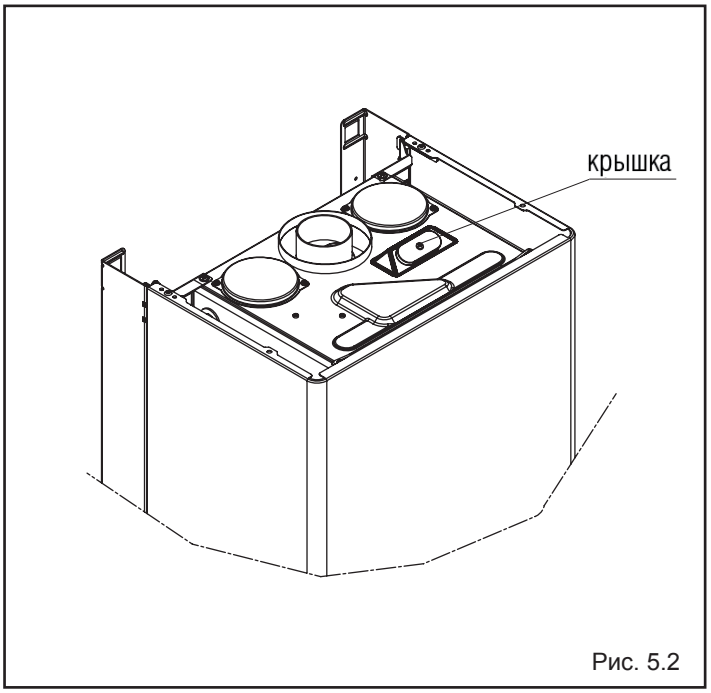

Рис. 5.2
- Вывинтите винт на крышке, которая закрывает штуцер, служащий для отбора продуктов горения для анализа (рис. 5.2) и установите зонд газоанализатора